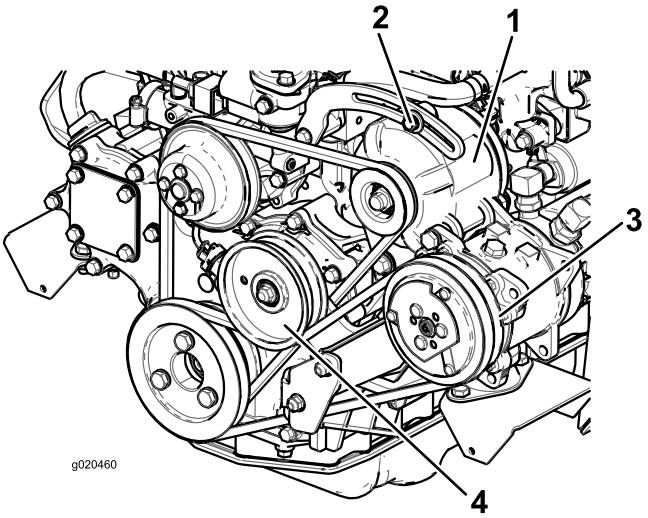

Figur 68
Kontrollera remmens skick och spännkraft (Figur 68) var 100:e körtimme.
2. Om nedböjningen inte är 10 mm lossar du generatorns fästbultar (Figur 68). Öka eller minska generatorremmens spännkraft och dra åt skruvarna. Kontrollera remmens nedböjning igen för att säkerställa att spännkraften är korrekt.
2. Om nedböjningen inte är 10 mm ska du lossa mellanremskivans fästbult (Figur 68). Öka eller minska kompressorremmens spänning och dra åt bulten. Kontrollera remmens nedböjning igen för att säkerställa att spännkraften är korrekt.